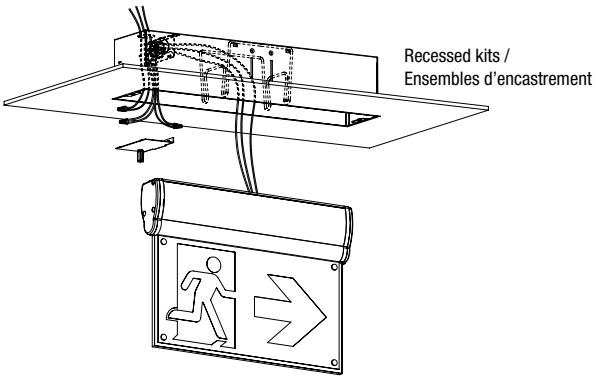

Fig. 6
9. Route AC wires from the fixture the into the J-box, make proper electrical connections at the J-box in the metal housing; refer to "ELECTRICAL CONNECTIONS". Restore the J-box cover after wire connections, insert one side first and snap in another side (see Fig.6).
9. Faites passer les fils CA du luminaire jusqu'à la boîte de jonction, puis effectuez les raccordements électriques appropriés dans la boîte de jonction située dans le boîtier métallique; consultez la section « RACCORDEMENTS ÉLECTRIQUES ». Remettez le couvercle de la boîte de jonction en place une fois les raccordements effectués, en insérant d'abord un côté, puis en enclenchant l'autre (voir fig. 6).